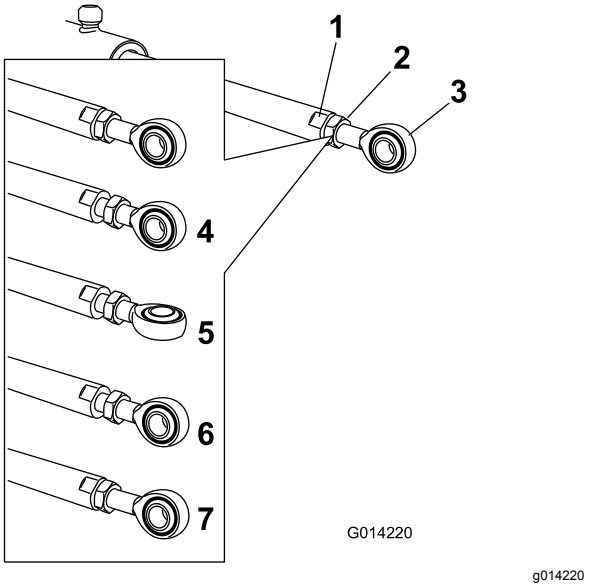

Figuur 59
5. Zet een moersleutel op de platte kanten van de actuatorstang om deze te immobiliseren en zet vervolgens de contramoer los zodat de stang met het oog kan worden bewogen (Figuur 59).
6. Draai de oogstang in de actuatorstang om de uitstekende actuator te verkorten of te verlengen tot de gewenste stand (Figuur 59).